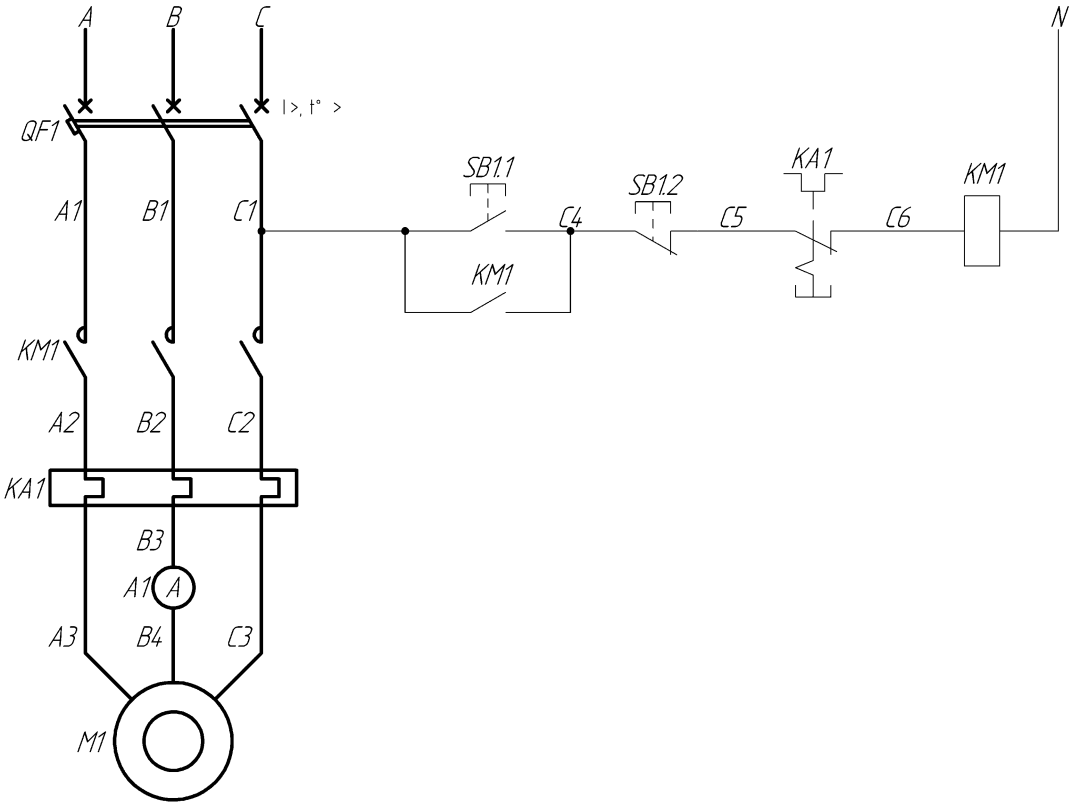

Рис. 1. Принципиальная схема управления асинхронным электродвигателем
2. Соберите электрическую схему согласно рис. 1.
Исследования в данной работе производите на основе асинхронного электродвигателя *M*1 (см. рис. 1). Для управления работой электродвигателя используйте следующие коммутационные аппараты: автоматический выключатель *QF*1 − для подключения схемы управления к питающему напряжению и защиты от токов короткого замыкания; магнитный пускатель *KM*1 − для подключения обмотки статора двигателя к питающему напряжению; тепловое реле *KA*1 − для защиты двигателя от длительных перегрузок; кнопки кнопочного поста *SB*1 − для пуска и останова двигателя.
Перед началом работы ознакомьтесь с расположением аппаратов на панели стенда. По схеме электрической принципиальной на рис. 1 смонтируйте схему управления двигателем *М*1. С помощью тестера проверьте монтаж схемы при отключенном питании стенда. После проверки преподавателем произведите проверку работы схемы при поданном напряжении питания. Снимите показания амперметра. Тестером измерьте все фазные и линейные напряжения. Зафиксируйте показания. Сделайте заключение о правильности выбора пуско-регулирующей аппаратуры и аппаратов защиты. Обоснуйте выводы.
3. Каково назначение автоматического выключателя *QF*1 и теплового реле *КА*1 в схеме на рис. 1?